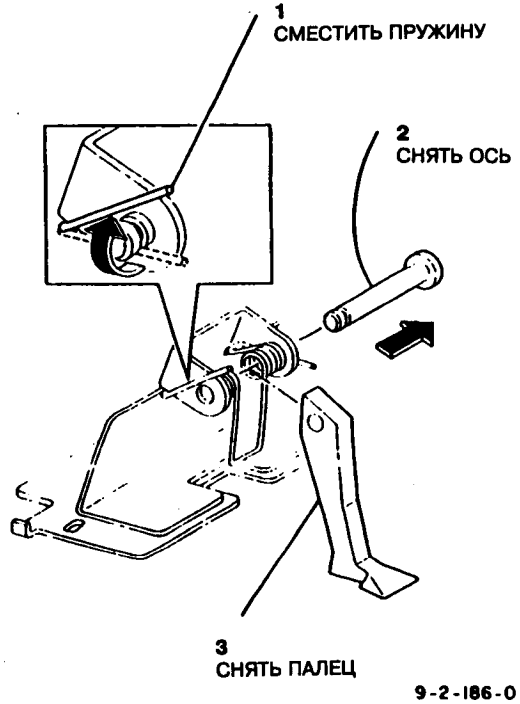

Рис.2 Снятие пальца прижимного валика
6. Снять палец прижимного валика (рис.2).